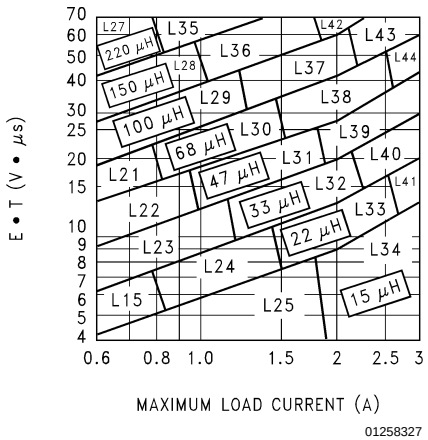

FIGURE7.LM2596/LM2596HV-ADJ
2. Inductor Selection (L1) **A.** Calculate the inductor Volt • microsecond constant E • T (V • µs), from the following formula: $E \bullet T = (V_{IN} - V_{OUT} - V_{SAT}) \bullet \frac{V_{OUT} + V_D}{V_{IN} - V_{SAT} + V_D} \bullet \frac{1000}{150\ kHz}\ (V \bullet \mu s)$ where V_{SAT} = internal switch saturation voltage = 1.16V and V_D = diode forward voltage drop = 0.5V **B.** Use the E • T value from the previous formula and match it with the E • T number on the vertical axis of the Inductor Value Selection Guide shown in *Figure 7*. **C.** on the horizontal axis, select the maximum load current. **D.** Identify the inductance region intersected by the E • T value and the Maximum Load Current value. Each region is identified by an inductance value and an inductor code (LXX). **E.** Select an appropriate inductor from the four manufacturer's part numbers listed in *Figure 8*.	**2. Inductor Selection (L1)** **A.** Calculate the inductor Volt • microsecond constant (E • T), $E \bullet T = (28 - 20 - 1.16) \bullet \frac{20 + 0.5}{28 - 1.16 + 0.5} \bullet \frac{1000}{150}\ (V \bullet \mu s)$ $E \bullet T = (6.84) \bullet \frac{20.5}{27.34} \bullet 6.67\ (V \bullet \mu s) = 34.2\ (V \bullet \mu s)$ **B.** E • T = 34.2 (V • µs) **C.** I_{LOAD}(max) = 3A **D.** From the inductor value selection guide shown in *Figure 7*, the inductance region intersected by the 34 (V • µs) horizontal L39. **E.** From the table in *Figure 8*, locate line L39, and select an bers.